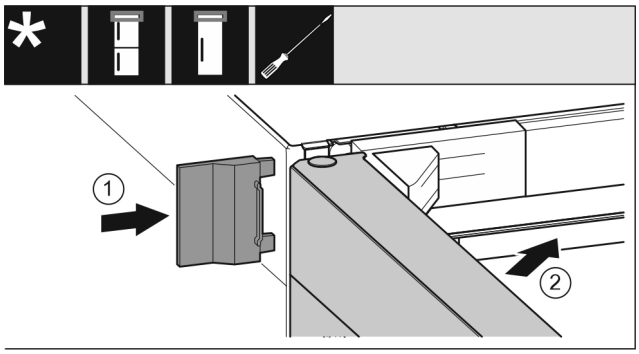

Fig. 26
- ▶ Buitenste afdekking *Fig. 26 (1)* erop schuiven.
- ▶ Bovenste deur *Fig. 26 (2)* sluiten.